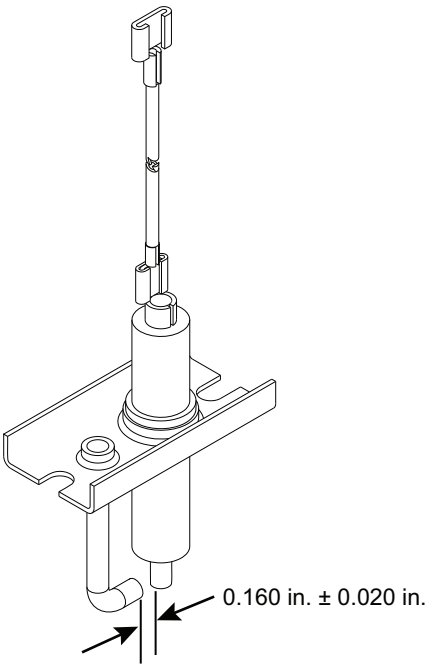

Fig. 47 — Spark Adjustment (Size 04-06)
4. Remove igniter modules from the top of the burner box assembly. Inspect and adjust the spark gap, if necessary (see Fig. 47).